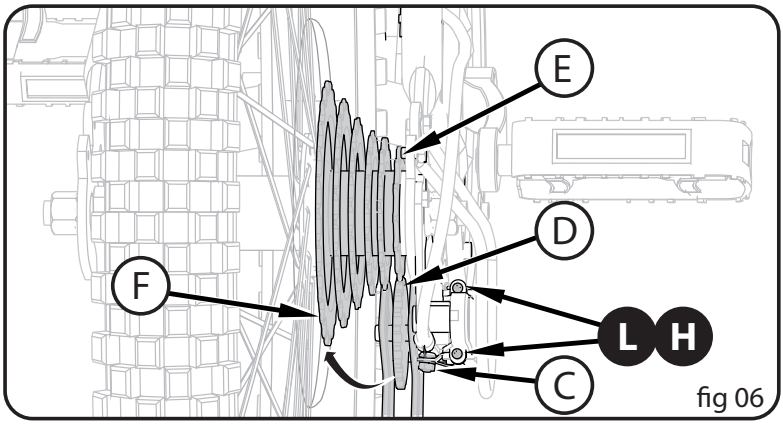

fig 06
- Girare il registro filettato "alto" (H) in modo che il rullo tendicatena (D) sia allineato al bordo esterno del pignone più piccolo (E) (**fig 06**).
- Depistare la catena sul pignone più grande (F).
- Girare il registro filettato "basso" (L) in modo che il rullo tendicatena sia esattamente sotto il pignone più grande. (**fig 06**)